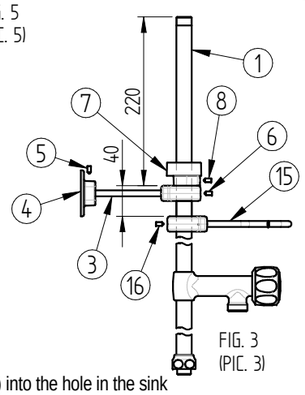

FIG. 3
12)infilare l'alloggiamento molla (7) nel tubo (1) e fissarlo col grano (8) ad una distanza indicativa di circa 220mm (v. fig. 3). **La posizione corretta si può vedere nel dettaglio A**
13)fissare la placca (4) nel muro con viti da ø5 dopo aver forato la parete (N°. 2 fori)
14)fissare l'asta per il fissaggio a parete (3) al tubo (1) mediante il serraggio dei grani (6) alla distanza desiderata (v. fig. 3)